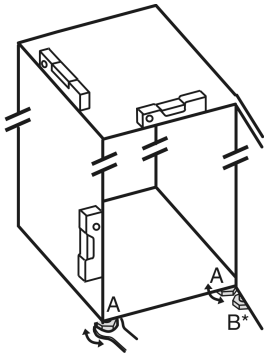

Fig. 6
▶ Skruva ut justeringsfötterna *Fig. 6 (A)* med bifogad skruvnyckel och ta hjälp av ett vattenpass så att skåpet står stadigt och jämnt.
▶ Skruva ut lagerbockens justeringsfot *Fig. 6 (B)* med bifogad skruvnyckel tills den står på golvet.
▶ Vrid justeringsfoten *Fig. 6 (B)* ytterligare 90°.